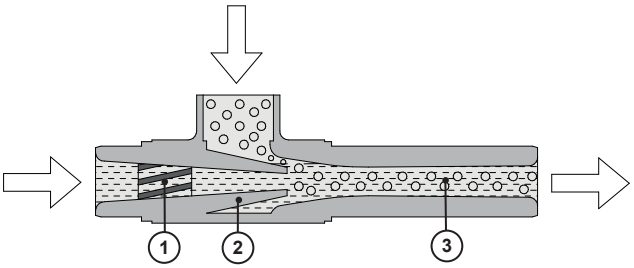

Fig. 1: Estructura del inyector
El agua desplazada por el cuerpo helicoidal (1) en rotación según el esquema de la Fig. 1 „Estructura del inyector“ en la página 9 sale de la boquilla (2) con mayor velocidad y se extiende por un diámetro mayor a consecuencia del efecto de la fuerza centrífuga del chorro giratorio. Este chorro actúa como un pistón en el difusor opuesto (3). El cloro gaseoso es arrastrado por las partículas de agua desde el espacio de vacío y se disuelve en el agua. Debido al vacío generado continuamente, se aspira cada vez más cloro gaseoso.